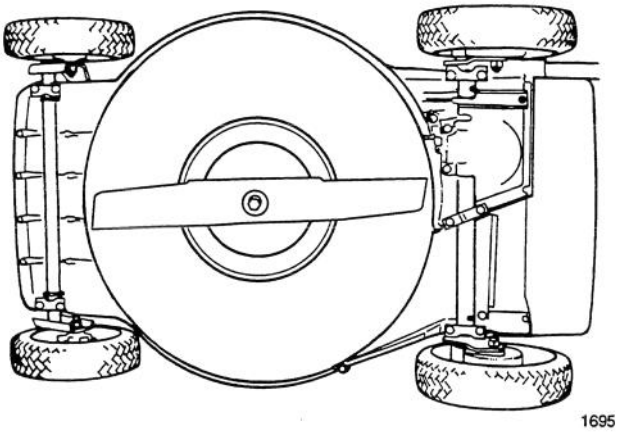

Abbildung 18
3. Den Mäher auf die linke Seite kippen (Abb. 18). Drehen des Mähmessers vermeiden, da das zu Startproblemen führen könnte.